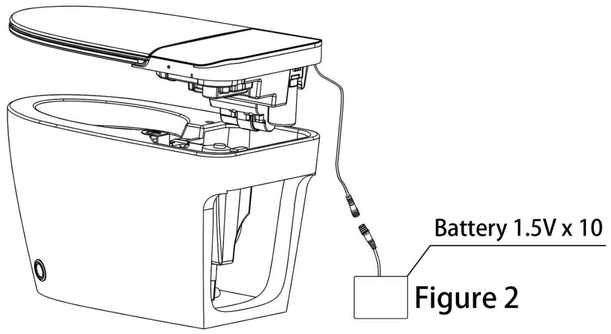

Figure 2
1.Find Figure 2 to install the battery into the battery box.